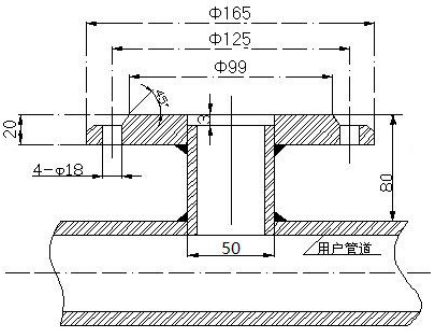

Figure 49 Welding of the mounting base
Before installation, a small hole with a diameter of 50mm should be opened on the pipe under test, the size of which is consistent with the outer diameter of the connecting pipe of the installation base. The welding between the mounting base and the pipe under test is shown in Figure 49.
(3) Determine the insertion depth of the insertion type electromagnetic (the positions of the two electrodes on the insertion type electromagnetic flow sensor in the pipeline).
(4) Install the DN50 ball valve on the mounting base as shown in Figure 49. Note that the long cavity of the ball valve is up. Check whether the ball valve can be fully opened and fully closed. Tighten the compression nut and set screw, and pay attention to the direction mark of the sensor and the direction of the fluid flow.
(5) Determination of the insertion depth of the insertion type electromagnetic flow sensor: For D≤400mm, the insertion depth is: 1/2 times the pipe diameter. For D>400mm, the insertion depth is: 1/4 times the pipe diameter. (The meter coefficients of the two places are different)